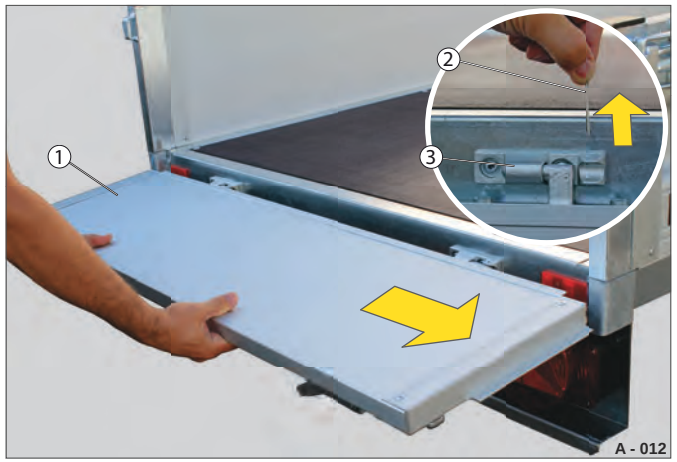

Fig. 13 Afmontering af kantplade
▶ Lås kantpladen op (Fig. 13 /1).
▶ Fjern sikringsstiften (Fig. 13 /2) fra kantpladehængslet (Fig. 13 /3).